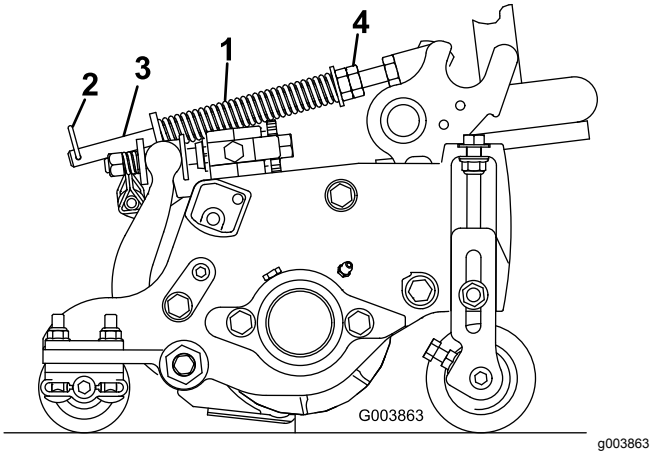

Figur 14
Gräsutjämningsfjädern överför vikt från den främre till den bakre valsen (Figur 14). Detta hjälper till att minska förekomsten av det vågformade mönster i gräsmattan som kallas för ”ondulering” eller ”bobbing”.
1. Se till att hårnålssprinten sitter i det bakre hålet på fjäderstången (Figur 14).
2. Dra åt sexkantsmuttrarna på fjäderstångens främre ände till dess att fjäderns komprimerade längd är 12,7 cm på 5 tums-klippenheter, eller 15,9 cm på 7 tums-klippenheter (Figur 14).